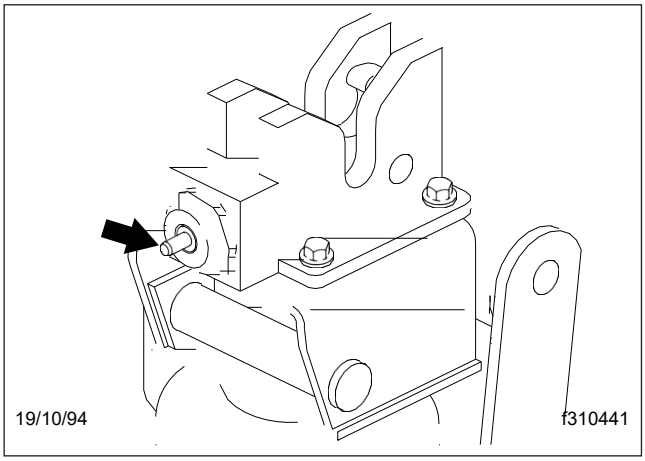

Fig. 17, Pin indicateur
7. Appuyez et maintenez le bouton de la pompe pour déverrouiller les loquets de maintien et commencer à incliner la cabine. IMPORTANT : Vérifiez le goupille indicateur sur chaque loquet de cabine. Les verrous se sont désactivés si les broches sont éteintes. Voir **Fig. 17**.